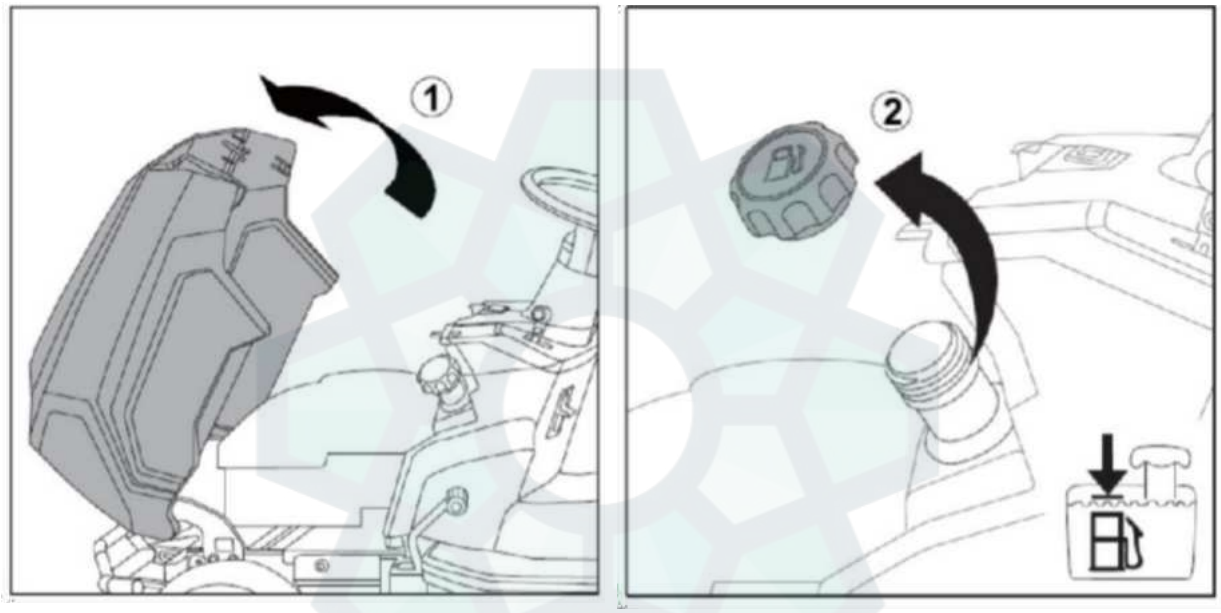

Рис. 12A Рис. 12 B
1. Поднимите переднюю крышку для доступа к топливу (1, Рис. 12A).